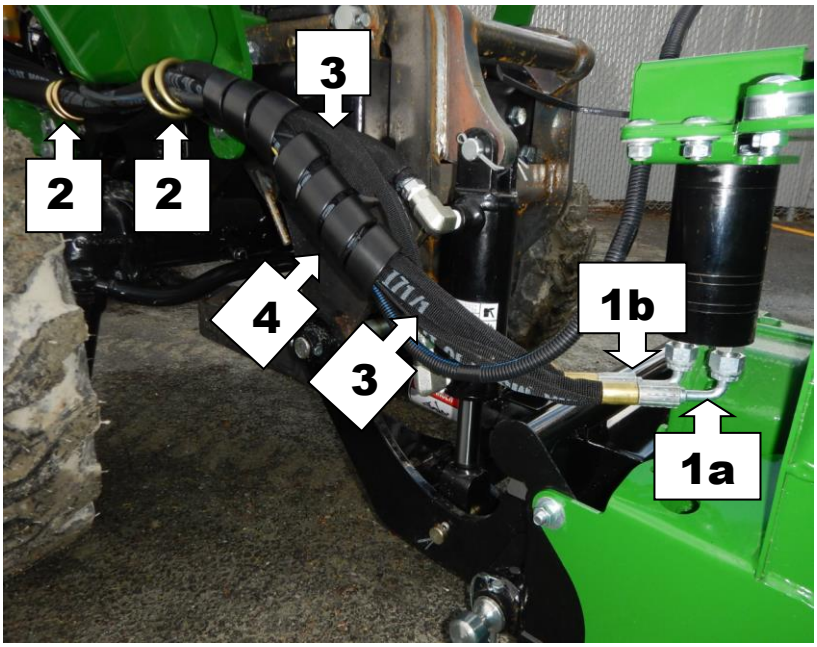

Figure 24
Figure 24 : Insérer les boyaux (items 1a et 1b) dans les deux supports de boyaux (items 2) et fixer les accouplements hydrauliques et le connecteur électrique de la souffleuse aux accouplements hydrauliques et au connecteur électrique du tracteur tel qu'illustré sur la **figure 24**. Finalement, fixer les deux boyaux avec trois attaches de nylon (items 3) et les deux protecteurs de boyaux noir 10" lg (items 4) aux endroits indiqués sur la **figure 24.**